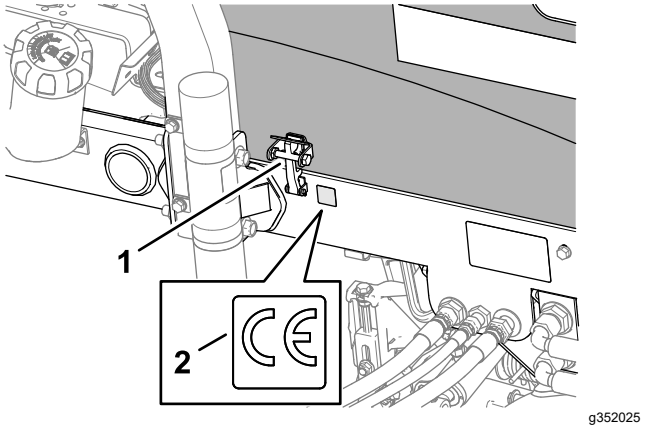

Rysunek 38
3. Wytrzyj do czysta alkoholem lewą ramę w pobliżu blokady maski i poczekaj, aż rama wyschnie (Rysunek 38).
4. Zdejmij warstwę ochronną i naklej naklejkę CE, nr części 133-8095, na ramę w sposób pokazany na Rysunek 38.